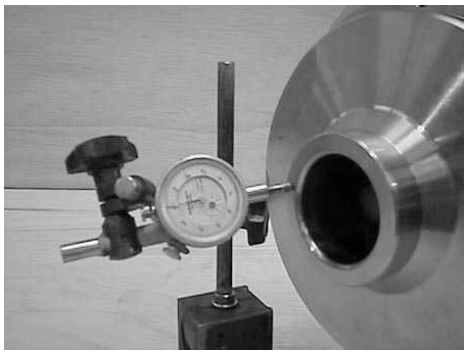

Fig. 55
8.35 Check the axial movement of the Impeller Assembly using a “Dial Test Indicator”, it should be between 0.34 and 1.75mm (0.013” and 0.069”). - **Fig. 55**